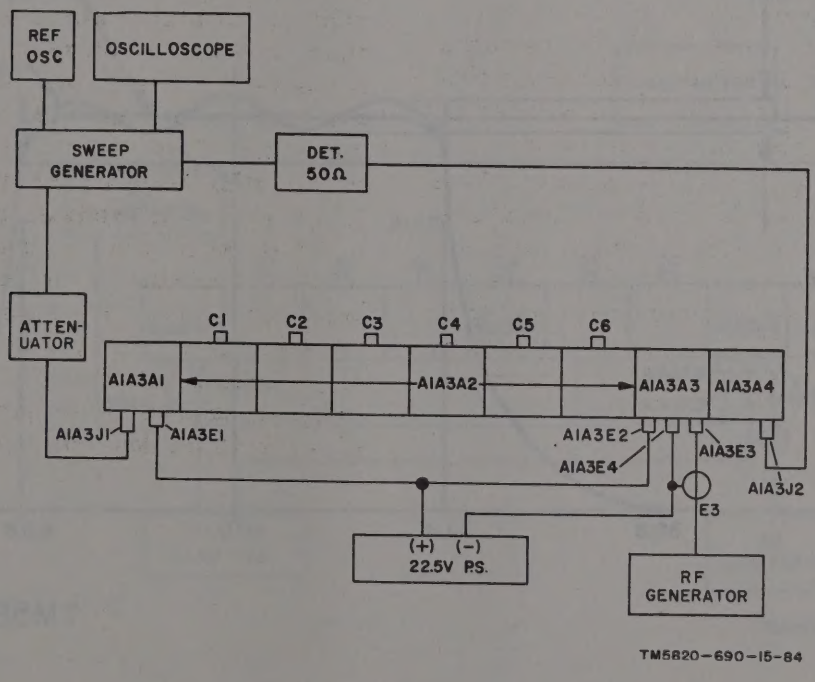

Figure 8-4. 1st IF amplifier and 2d mixer test alignment setup.
(1) Connect completely assembled unit A1A3 as shown in figure 8-4. Check that all connections are right and the levels and frequencies are proper.
(2) Set the sweep generator to cover at least a 10-MHz bandwidth with the gain set at maximum. Turn on the power supply.
(3) Set variable capacitors A1A3C1 through A1A3C6 to their approximate midrange values. Adjust A1A3C1 and A1A3C6 approximately one-quarter of a turn counterclockwise (reducing capacity) while observing the oscilloscope.